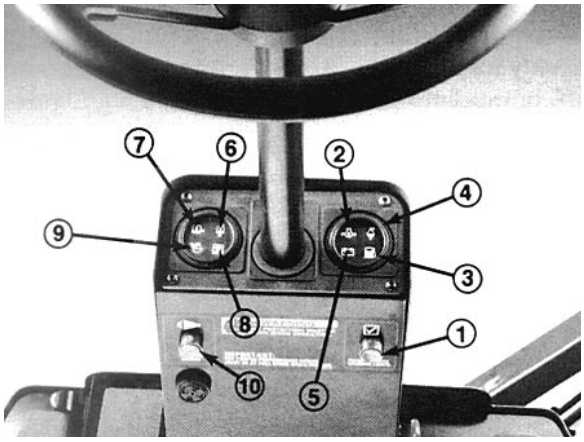

Fig. 8
Testknap for kontrollamper (Fig. 8)—Inden maskinen tages i brug, skal man trykke på testknappen. Alle lamper på styretårnet bør lyse. Hvis en lampe ikke lyser, angiver det en elektrisk fejl, som omgående skal repareres. Olietrykslampen og ladelampen lyser, når tændingskontakten drejes til TILSLUTTET (ON).
Hydraulik- og motorkontrollamper (Fig. 8)—Hvis disse lamper lyser, skal maskinen omgående standses og repareres.
Olietrykskontrollampe (Fig. 8)—Farligt lavt motorolietryk angives både af en kontrollampe og et hørbart signal. Når dette sker, skal motoren omgående standses og fejlen repareres.
Advarsel om vand i brændstofsystemet (Fig. 8)—En kontrollampe og et hørbart signal advarer om, at der er for meget vand i brændstofsystemet.
Advarsel om for høj kølevæsketemperatur (Fig. 8)—Hvis motorens kølevæsketemperatur overstiger 95°C, lyser en kontrollampe og et hørbart signal lyder. Hvis kølevæskens temperatur overstiger 110°C, afbrydes motoren. Kontakten nulstilles automatisk, når systemet og motoren er afkølet.
Advarsel om manglende opladning (Fig. 8)—Hvis batterierne
Advarsel om for høj hydraulikolietemperatur (Fig. 8)—En kontrollampe og et hørbart signal advarer om, at hydraulikoliens temperatur er for høj.
Advarsel om lav hydraulikoliestand (Fig. 8)—En kontrollampe og et hørbart signal advarer om, at hydraulikoliestanden er lav. Hvis oliestanden falder yderligere, standser motoren automatisk. Motoren kan ikke startes igen, før olieforsyningen bringes op på et sikkert niveau.
Advarsel om tilstoppet hydraulikoliefilter (Fig. 8)—En kontrollampe og et hørbart signal advarer om et tilstoppet hydraulikoliefilter.
Advarsel om tilstoppet luftfilter (Fig. 8)—En kontrollampe og et hørbart signal advarer om, at filteret er tilstoppet og trænger til at blive efterset.
Alarmafbryder (Fig. 8)—Når der trykkes på denne knap, afbrydes alarmen. Alarmsystemet frakobles og nulstilles automatisk, når problemet er afhjulpet eller hvis der trykkes på alarmafbryderen.